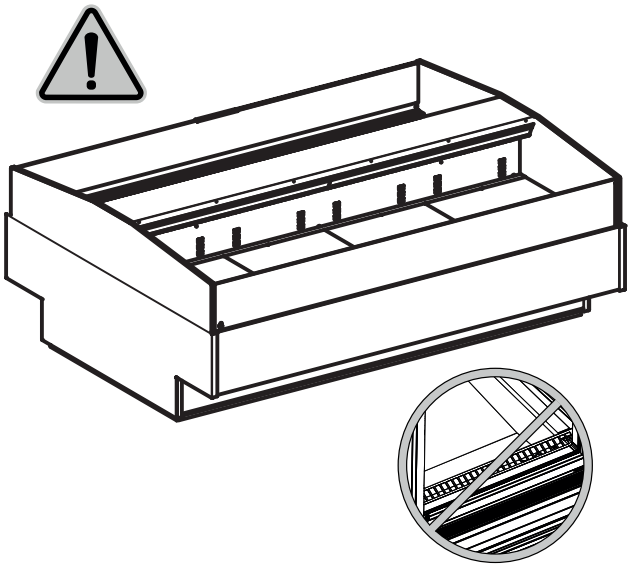

Fig. 44
- La mercancía no obstruya el correcto flujo de aire refrigerado ("Fig. 44")